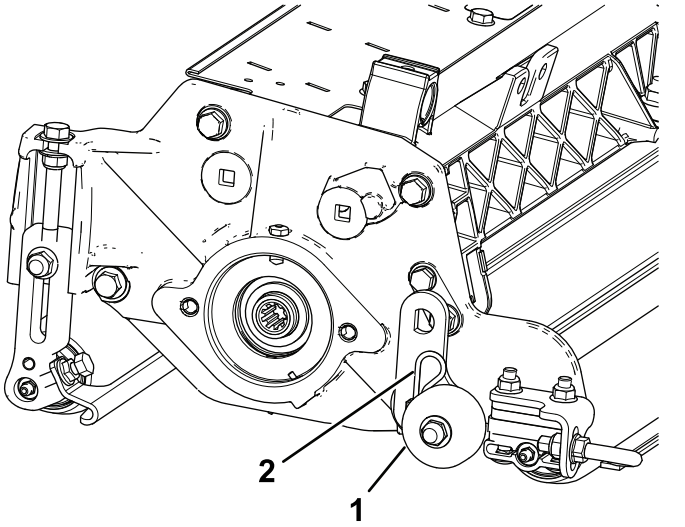

Figur 4
2. Fastgør et transportrullebeslag på hver sideplades stift med en låseclips (Figur 4).